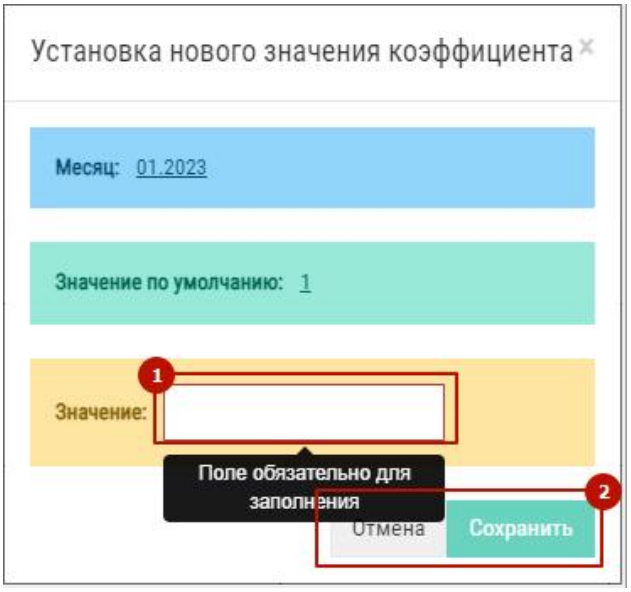
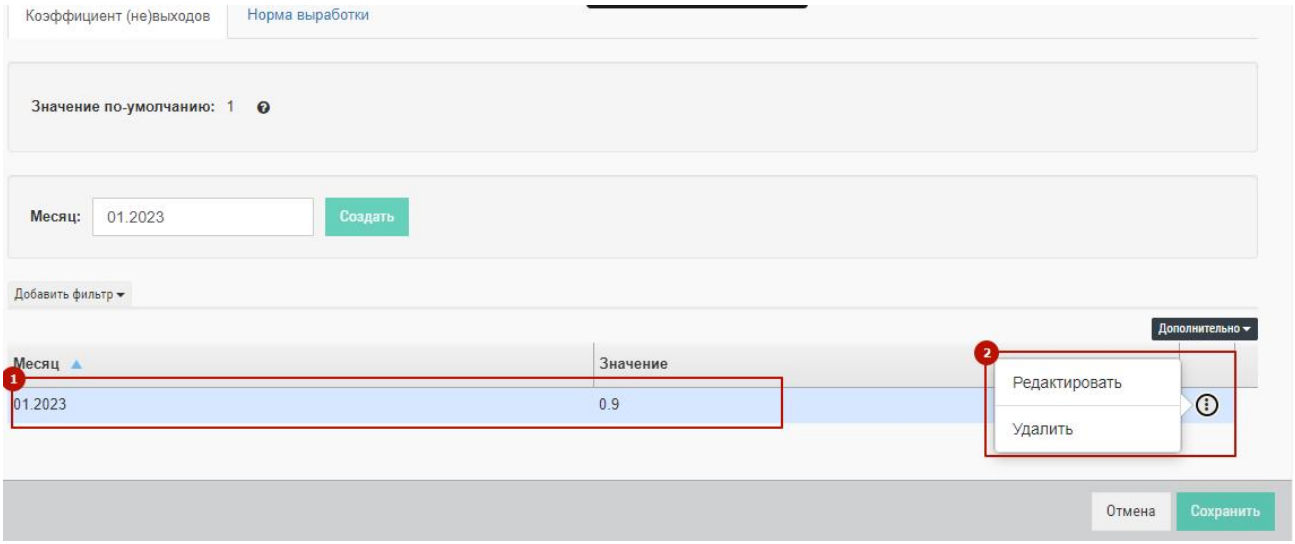
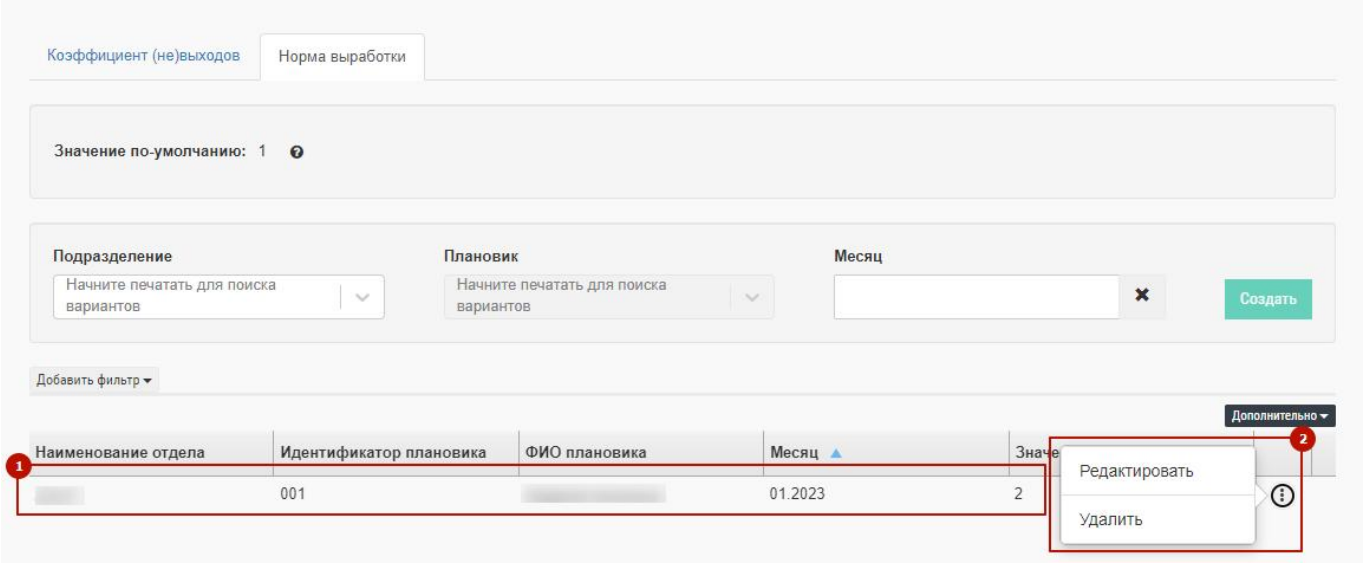

Рис. 47 – Установка значения коэффициента
Рис. 48 – Редактирование строк изменения коэффициента невыхода
Рис. 50 – Коэффициент выработки редактирование строк
- В появившемся модальном окне «Установка нового значения коэффициента» нужно ввести значение и нажать кнопку «Сохранить» либо «Отмена» (1 + 2 на Рис. 47). При вводе дробного значения необходимо использовать точку. После ввода значения и его сохранения соответствующая строка появляется в таблице (1 на Рис. 48). Нажав на значок ⋮ можно зайти в контекстное меню, которое позволяет отредактировать введенное значение или удалить его (2 на Рис. 48).
- В появившемся модальном окне «Установка нового значения коэффициента» нужно ввести значение и нажать кнопку «Сохранить» либо «Отмена» (1 + 2 на Рис. 47). При вводе дробного значения необходимо использовать точку. После ввода значения и его сохранения соответствующая строка появляется в таблице (1 на Рис. 50). Нажав на значок ⋮ можно зайти в контекстное меню, которое позволяет отредактировать введенное значение или удалить его (2 на Рис. 50).